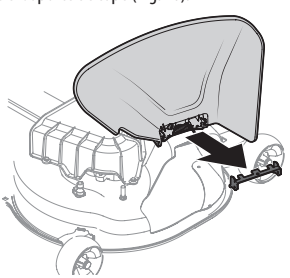

Fig. 10
2. Sujete el deflector del canal completamente hacia arriba, extraiga el soporte de tope. Baje el deflector del canal y deseche el soporte de tope (Fig. 10).